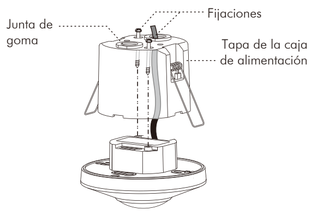

FIG.9
3.4.2.2 Utilice un destornillador para romper la junta de goma de la tapa de la caja de alimentación y, a continuación, pase los cables a través de ella (véase la FIG.9).